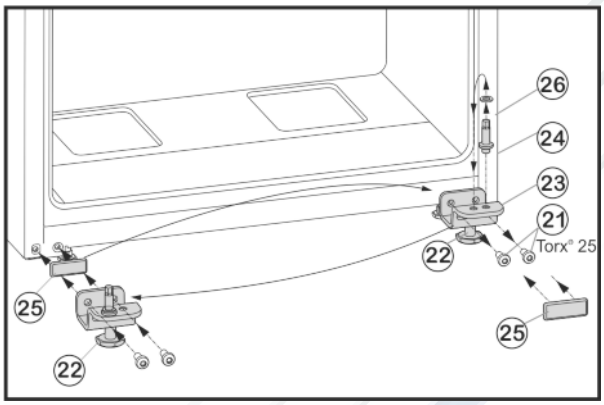

Fig. 6
- ▶ Открутите крепежные винты *Fig. 6 (21)*.
- ▶ Снимите нижний опорный кронштейн *Fig. 6 (23)* вместе с опорным пальцем *Fig. 6 (24)*, шайбой *Fig. 6 (26)* и регулируемой опорой *Fig. 6 (22)*.
- ▶ Открутите опорный палец *Fig. 6 (24)* вместе с шайбой *Fig. 6 (26)* и, переставив в отверстие на противоположной стороне опорного кронштейна, снова прикрутите.
- ▶ Аккуратно снимите защитную пластину *Fig. 6 (25)* и переставьте ее на противоположную сторону.
- ▶ Прикрутите нижний опорный кронштейн *Fig. 6 (23)* вместе с опорным пальцем *Fig. 6 (24)*, шайбой *Fig. 6 (26)* и регулируемой опорой *Fig. 6 (22)* с другой стороны шарнира **(с моментом 4 Нм)**, при необходимости используйте аккумуляторный шуруповерт.
- ▶ Установите нижнюю дверцу сверху на опорный палец *Fig. 6 (24)*.
- ▶ Выверните регулируемую опору *Fig. 6 (22)* на нижнем опорном кронштейне *Fig. 6 (23)* до ее соприкосновения с полом.